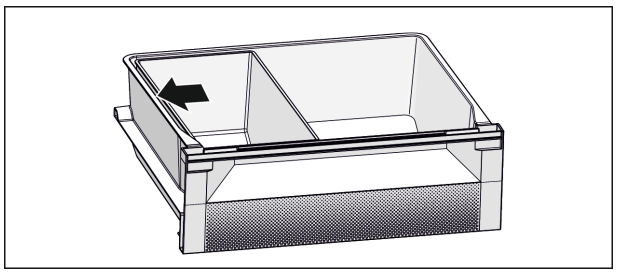

Fig. 7
▶ Für eine optimale Kühlfunktion: Fish & Seafood-Schale nach Abbildung (siehe Fig. 7) positionieren.